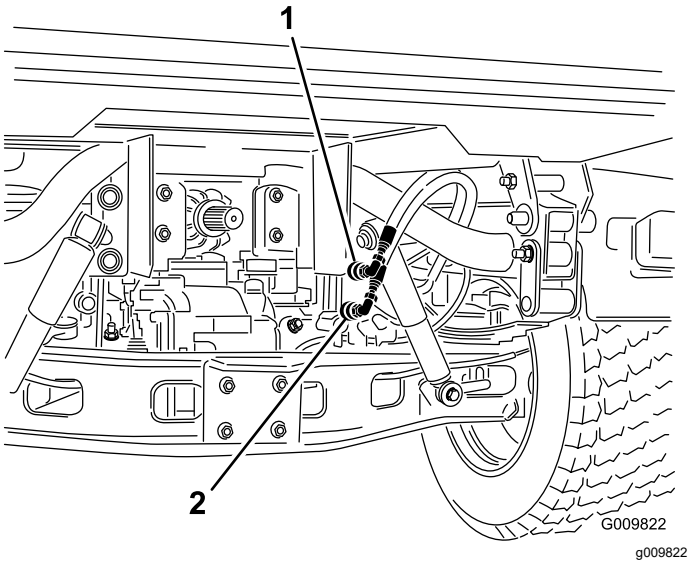

Figuur 74
2. Maak de 2 slangen met snelkoppelingen op beide machines los van de slangen die zijn bevestigd aan de beugel van de koppeling (Figuur 74).